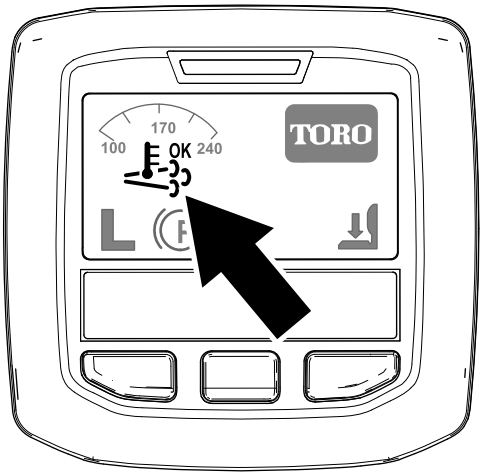

Figur 39
- Ikonet for assister/nulstil-regenerering vises i infocenteret (Figur 39).